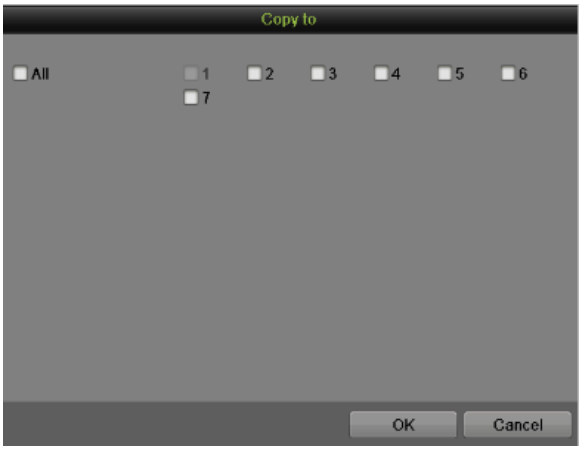

Figure 51 Copy to
5) Repeat the above steps to set record schedule for other days in this week. If the schedule can also be applied to other days, click the Copy button to pop-up a Copy to box, as shown in Figure 51.